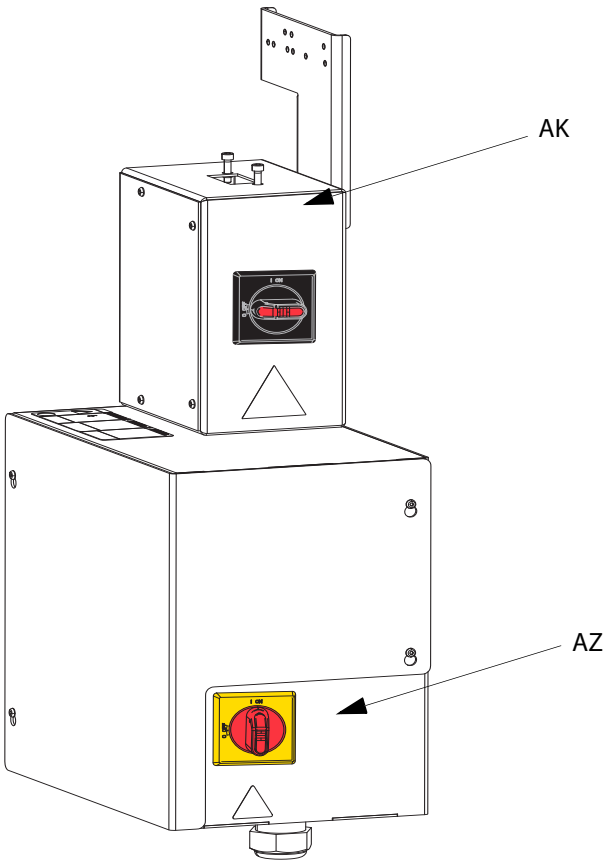

RYS. 4. Odłączanie zasilania
Odłącznik (AZ) znajduje się na skrzynce sterowania ciepłem (AX), patrz RYS. 4. System został również wyposażony w czerwono-czarny wyłącznik zasilania skrzynki przyłączowej (AK) umieszczony na skrzynce przyłączowej zasilania (AJ). Wyłącznik zasilania skrzynki przyłączowej (AK) odłącza całość zasilania z WYJĄTKIEM ogrzewania. Wyłącznik (AZ) odłącza całe zasilanie systemu, w tym również modułu podgrzewania.